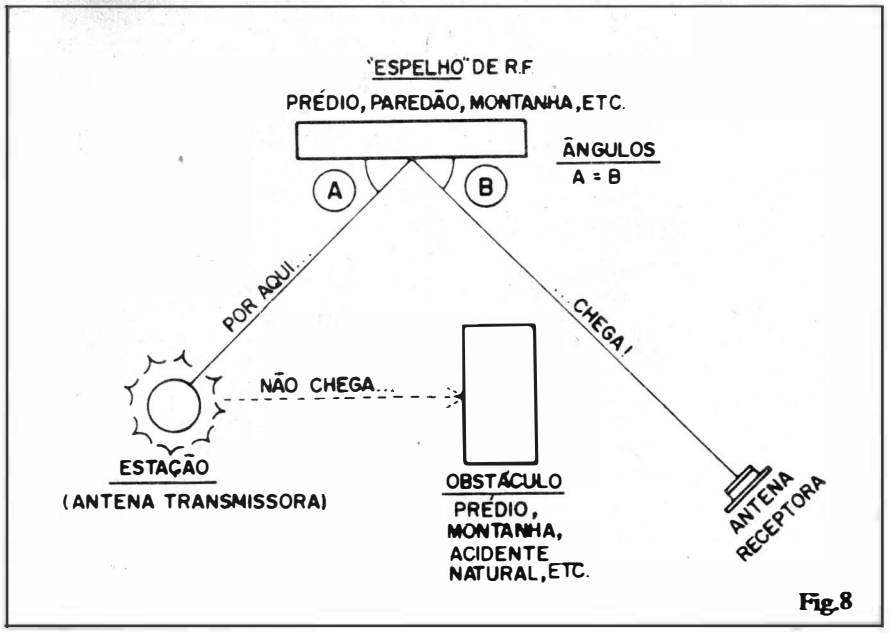

Fig.8
- **FIG. 8** - As características de grande "direcionalidade" das emissões em UHF determinam que haja uma "linha de visada" direta, entre a posição ocupada pela antena da estação e a **sua** antena de recepção... É sempre importante lembrar que o "feixe" de transmissão em UHF comporta-se com um "foco de luz" (como o emitido por uma lanterna de mão - por exemplo), e assim qualquer obstáculo sólido (edifício, montanha, formação natural,. etc.) bloqueará a passagem da "onda", dificultando muito a recepção. Existe porém um "truque" muito utilizado pelos instaladores profissionais de antenas: assim como um feixe luminoso, a "onda" de UHF também pode ser "vista" por reflexão (se Você usar um **espelho**, poderá ver a luz emitida por uma lanterna colocada atrás de um obstáculo opaco, não é...?). Prédios, grandes paredões, montanhas, etc., podem, perfeitamente, ser usados como verdadeiros "espelhos de RF" (fig. 8) proporcio-
Se corretamente construída, orientada e instalada, nossa antena deve proporcionar um alcance útil de até 40 quilômetros (instalação externa e alta), ou de até 25 a 30 quilômetros(em instalação interna, no sótão, por exemplo...). Nos testes realizados em São Paulo - Capital, os sinais chegaram com excelente intensidade, numa antena instalada internamente (não no sótão, mas em simples pedestal, cerca de 1 metro acima do próprio aparelho de TV!), provenientes de uma estação situada a cerca de 17 quilômetros do ponto de recepção (e sob condições topográficas desfavoráveis, que obrigou o uso da "trucagem" sugerida na fig. 8...). Em outros testes, uma instalação alta (alguns metros sobre o telhado do local de recepção) e com orientação **direta**, estação situada a mais de 30 quilômetros "entrou" fortemente, com bom sinal.